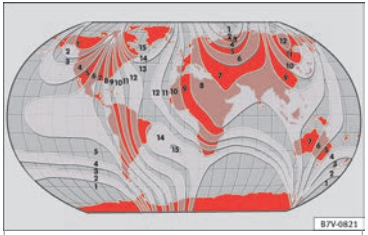

Afb. 119 Magnetische zones.
- De magnetische zone selecteren naargelang de positie van de wagen **»» afb. 119**.